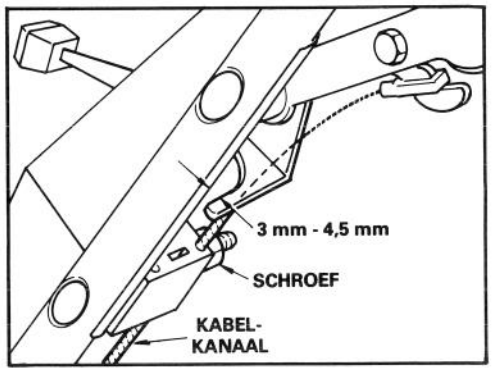

Afbeelding 19
2. CONTROLEER BIJSTELLING (Afb. 19) — Haal de bedieningsstang naar de handle totdat de speling in de draad is verwijderd. De ruimte tussen de remhefboom en handle moet 3 mm tot 4,5 mm bedragen. Zie stap 3 voor bijstelling.
3. BIJSTELLEN VAN KABELKANALL — Draai de schroef op de kabelhouder los (Afb. 19). Laat een ruimte van 3 mm tot 4,5 mm tussen de remhefbom en handle. Trek kabelkanaal naar beneden totdat de speling is verwijderd. Draai vervolgens de schroef weer aan.